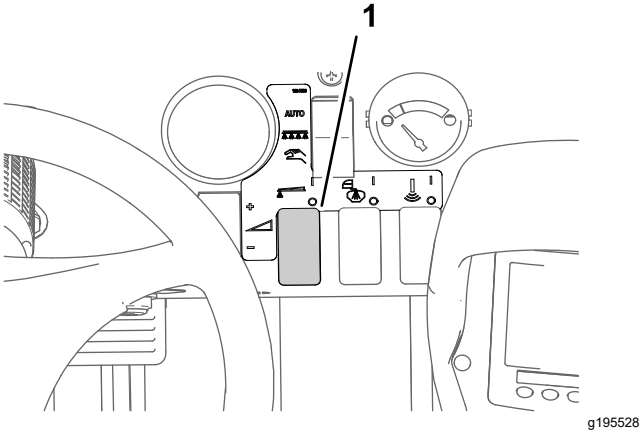

Figuur 44
8. Stel met de schakelaar voor de gebruiksdosis de gewenste druk in, zoals is aangegeven in de Selectiegids Spuitdoppen die u hebt ontvangen bij de spuitmachine (Figuur 44).